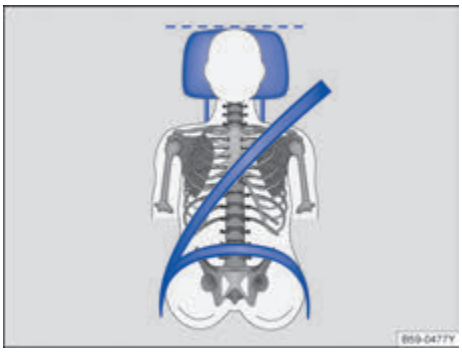

图 22 驾驶员头枕的正确位置
– 调节头枕，使头枕的上沿与您的头顶等高，不可低于眼睛，头部尽可能贴近头枕→图 22。